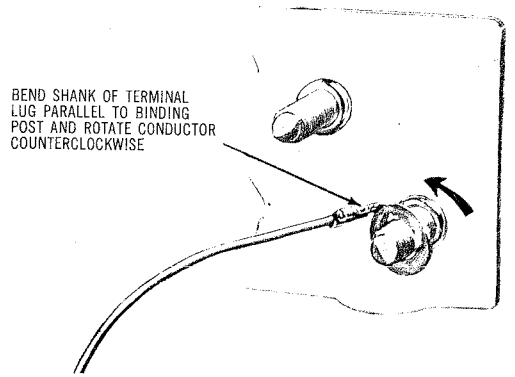

Fig. 20—Removing Binding Post Leads
(1) Remove the binding post nut and washers.
(2) Remove the old lead as illustrated in Fig. 20.